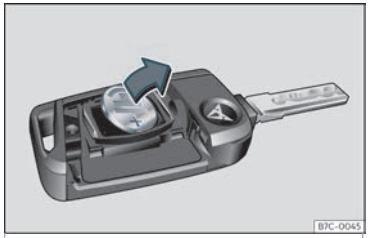

Fig. 69 Chave do vehículo:extracción da pila.
- Retire a pila do compartimento cun obxecto fino axeitado ››› **fig. 69**.
- Coloque a pila nova tal como se amosa ››› **fig. 69** e prema nela dentro do compartimento da pila no sentido contrario á frecha ››› ❗.